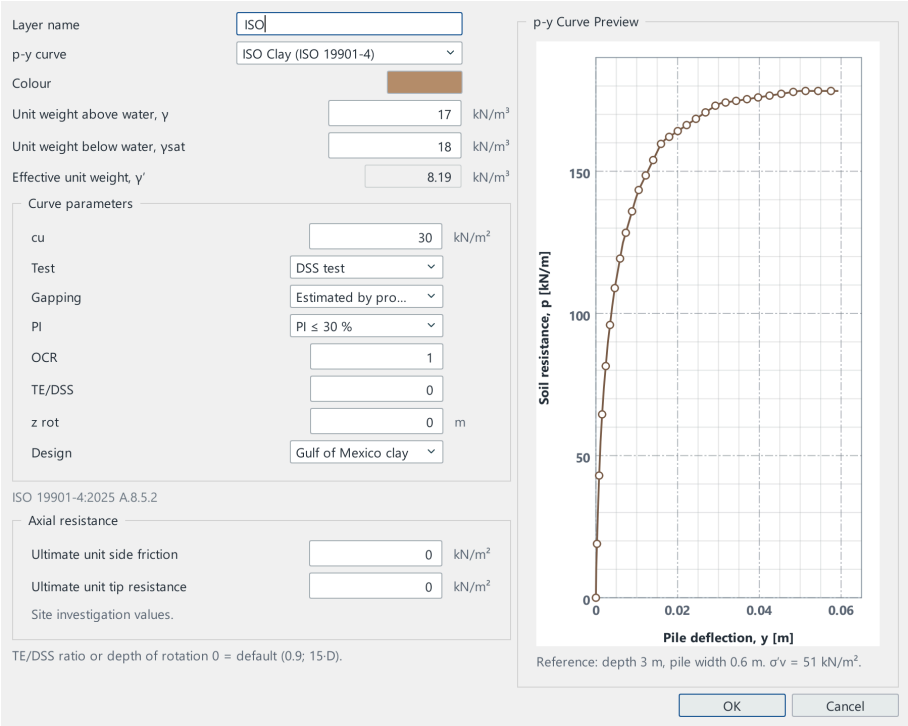
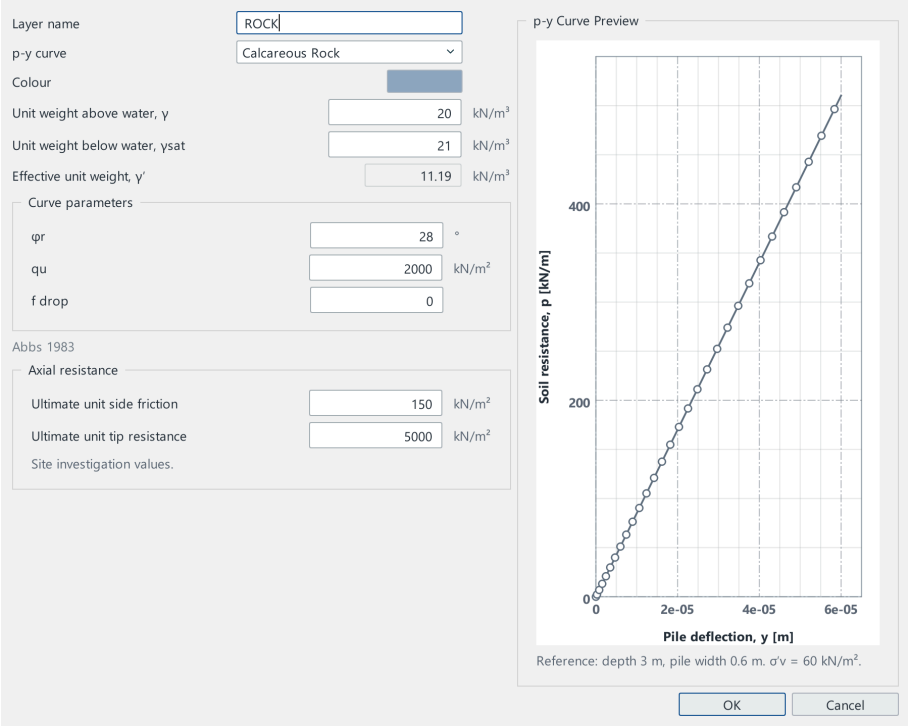

Figure 16.119 — Example 27 — Soil Layer Data of the ISO clay
Figure 16.120 — Example 27 — Soil Layer Data of the calcareous rock
2. **Define** ▸ **Soil** ▸ **Soil Layers…**, **Add New…**: name ISO, model ISO Clay (Figure 16.119); then ROCK, model Calcareous Rock (Figure 16.120). Calcareous Rock estimates no axial resistance, so its side friction and tip resistance are typed on the axial page of the layer.